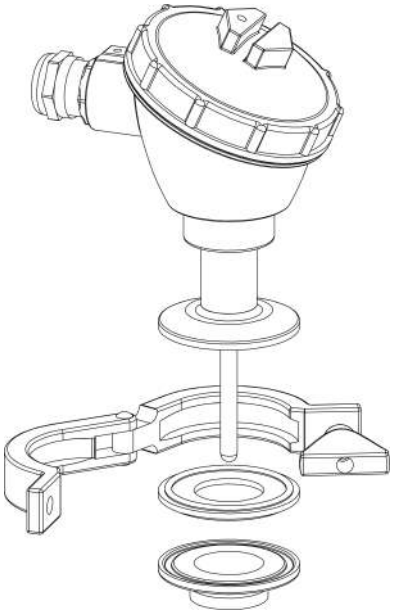

Рисунок 5.4 – Монтаж датчика с присоединением Clamp DIN 32576
4. Прижать датчик хомутом (см. рисунок 5.4) или закрутить прижимной гайкой (см. рисунок 5.4).